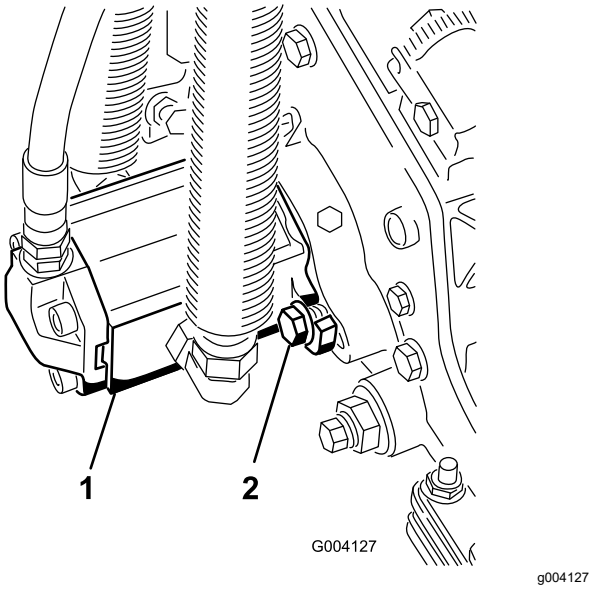

Figur 20
17. Monter motoren ved at dreje den med uret, således at motorflangerne går fri af boltene (Figur 20).